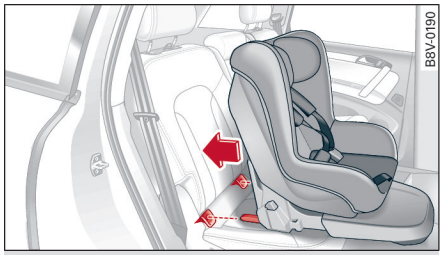

图 156 后座椅：固定有 ISOFIX 固定装置的儿童座椅（实例）
- 将儿童座椅的固定臂推入 ISOFIX 固定件中，直至听到卡止 ⇨ *图 156*。